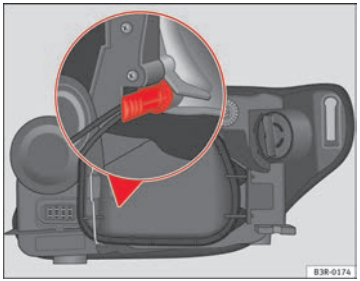

Fig. 199 Side lights. Bulb holder grip in vertical position
- Insert the bulb into the socket so that the side of the bulb holder grip is vertical ⇒ fig. 199 and press on it.